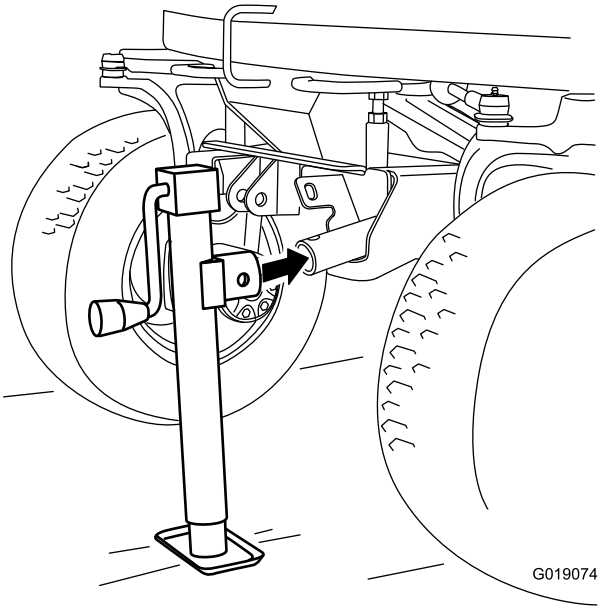

Bild 6
2. Befestigen Sie die Nabe des Wagenhebers über der Nabe der Wagenheberhalterung (Bild 6).